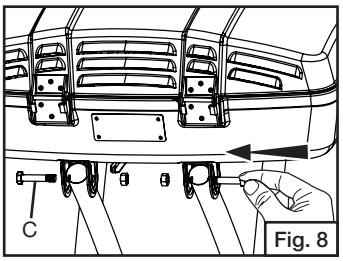

Fig. 8
- Attachez les extrémités de la poignée de traction au gril à l'aide des boulons à oeil et des écrous. (Fig. 8)